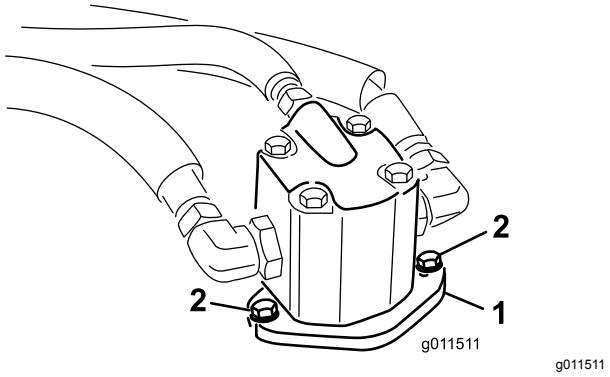

Figuur 66
5. Verwijder de bouten waarmee de hydraulische motor is bevestigd aan de maai-eenheid (Figuur 66).